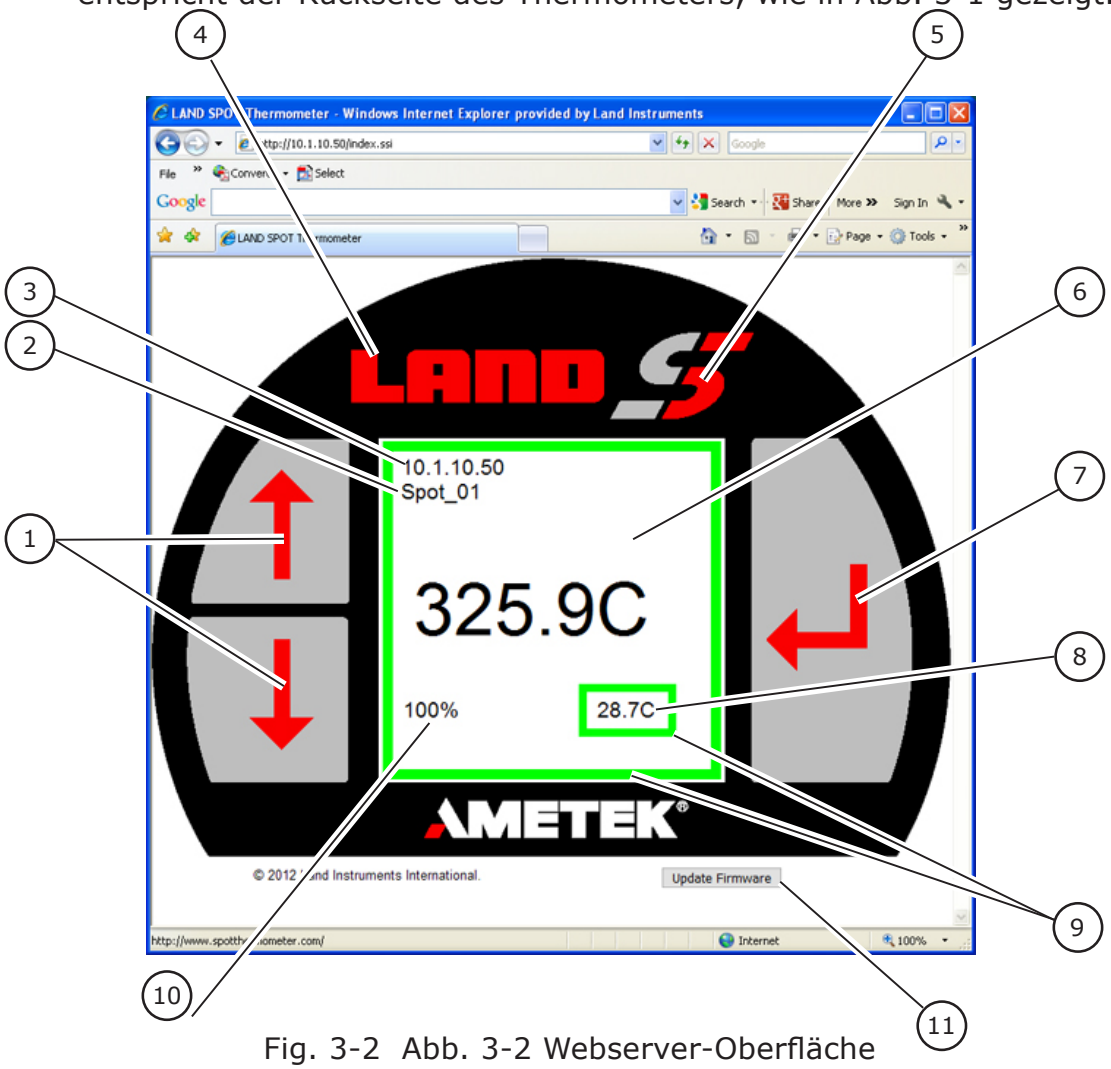

Fig. 3-2 Abb. 3-2 Webserver-Oberfläche
Die Webserver-Oberfläche wird geöffnet (Abb. 3-2). Die Oberfläche entspricht der Rückseite des Thermometers, wie in Abb. 3-1 gezeigt.
3) Siehe Abb. 3-2, Element 11. Klicken Sie auf die Schaltfläche „Firmware aktualisieren".